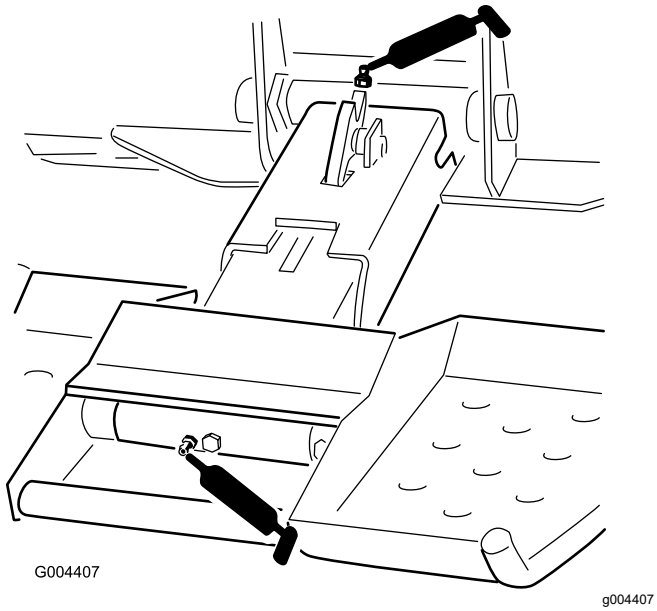

Rysunek 12
3. Podłączyć smarownicę do każdej smarowniczki (Rysunek 12).